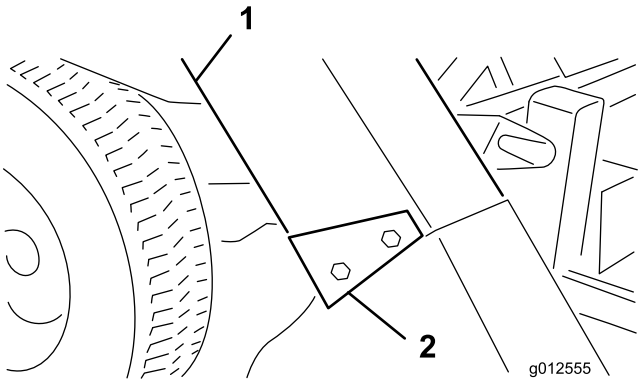

Figuur 29
4. Schuif het kanaal over de blazeropening en op de montagebouten (Figuur 29).